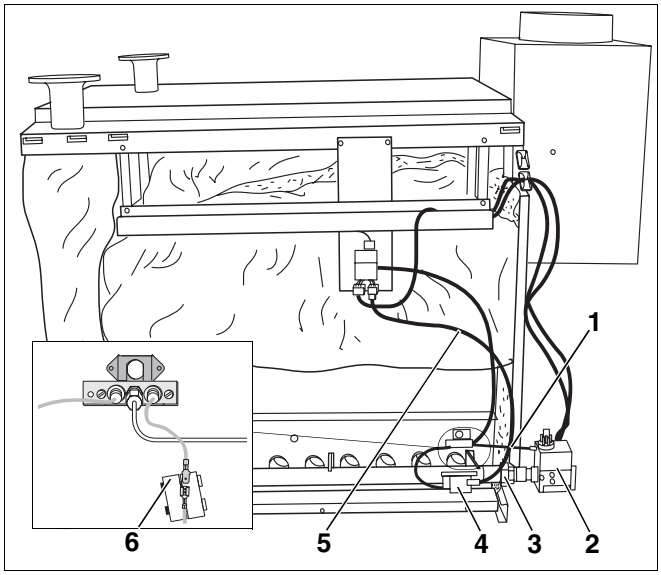

Afb. 16 Verwarmingsketel voor de borstelreiniging voorbereiden
- Maak de verbindingskabel (afb. 16, **pos. 5**) aan de ontsteker (afb. 16, **pos. 4**) los.
- Verwijder de aanrakingsbeveiliging (afb. 16, **pos. 6**) aan de ionisatiekabel en maak de stekkerverbinding los.
- Demonteer de leiding voor het ontstekingsgas (afb. 16, **pos. 1**) aan de branderplaat en aan de gasbrander (afb. 16, **pos. 2**).